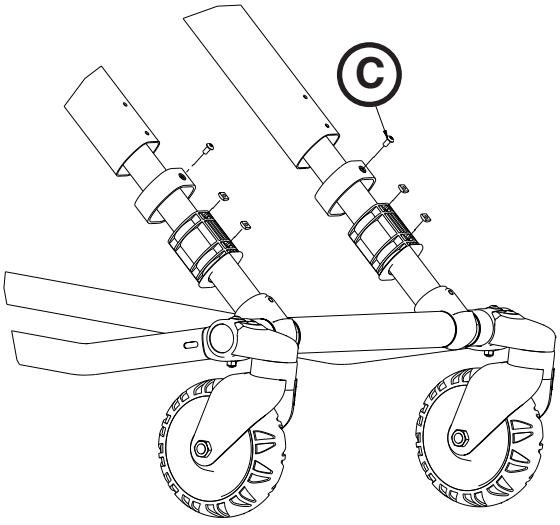

Figur 80
3. Ta bort de två insexskruvarna med runda huvuden (C) som håller fast rörlagret med en T25 torxskruvmejsel (Figur 80).
2. Ta bort de två insexskruvarna med runda huvuden som fixerar rörlagret med en T25 torxskruvmejsel (se Figur 80 på sidan 8-72).